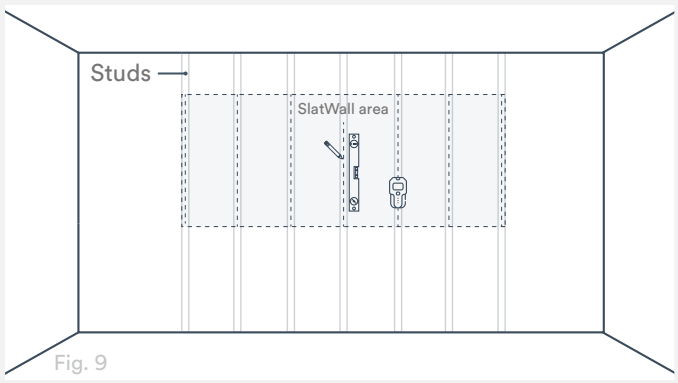

Fig. 9
2. Inside the SlatWall installation area, locate and mark each wall stud using a stud finder (Fig. 9). Use a level and a pencil to mark each stud from the top to the bottom of your installation area, ensuring each line is plumb (Fig. 10).